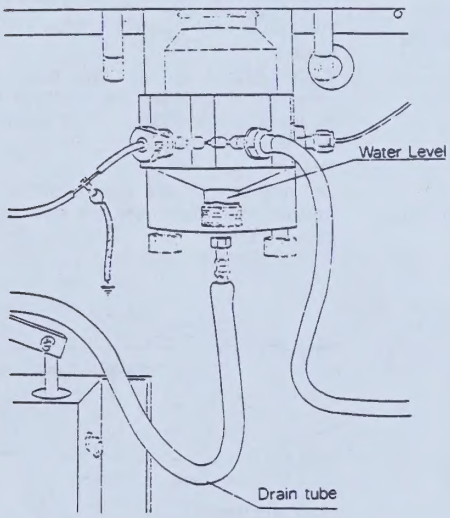

Fig. 2 - Atomizer waste level.
3. By means of the two screws on the rear of the fluidic panel which hold the U-tube in position, adjust the height of the liquid in the drain tube such that the level is about half way up the vertical part of the atomizer drain (see figure 2).